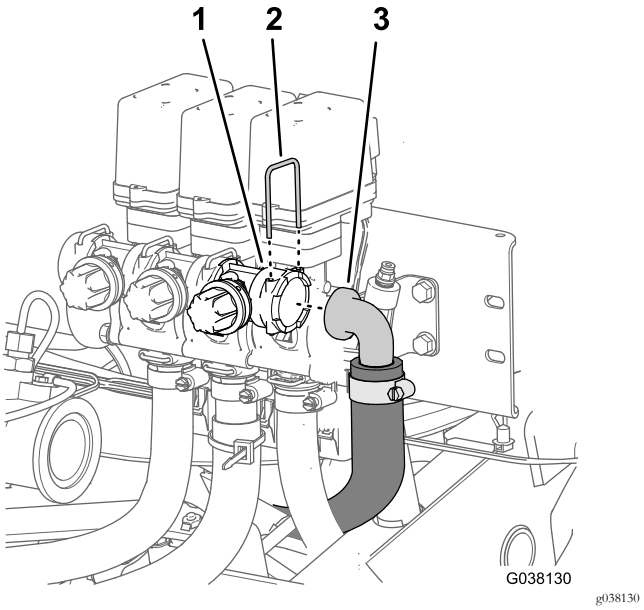

Figura 17
1. Retire o retentor que prende a união estriada de 90° do tubo de distribuição da união de entrada da válvula de distribuição na válvula da secção da rampa direita (Figura 17).
2. Retire o tubo de distribuição da válvula da distribuição (Figura 17).